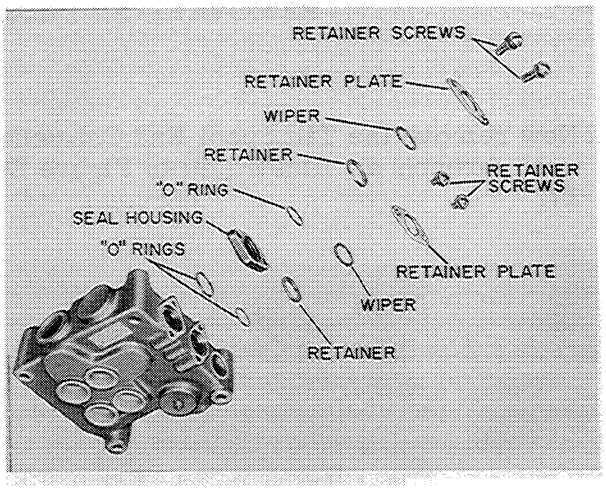

Figure D-20
4. Figure D-20 shows the order in which the "O" rings seal housing, retainer, wipers and retainer plates are assembled in the control valve body.